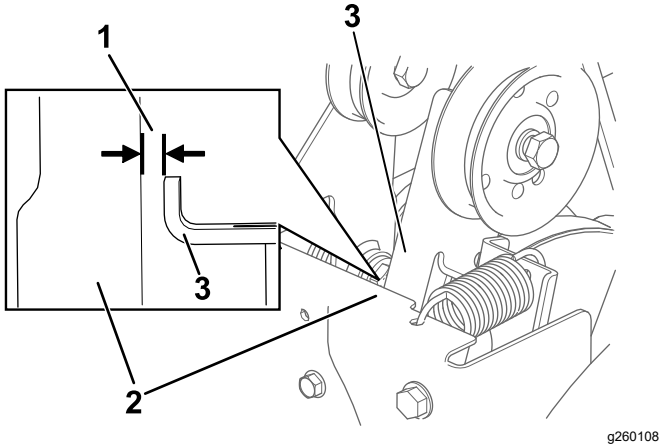

Rysunek 26
3. Przy odłączonej dźwigni śruby śnieżnej/wirnika sprawdź, czy odstęp między ramieniem sprzęgła śruby śnieżnej a ramą maszyny wynosi 1,5 mm, zgodnie z Rysunek 26